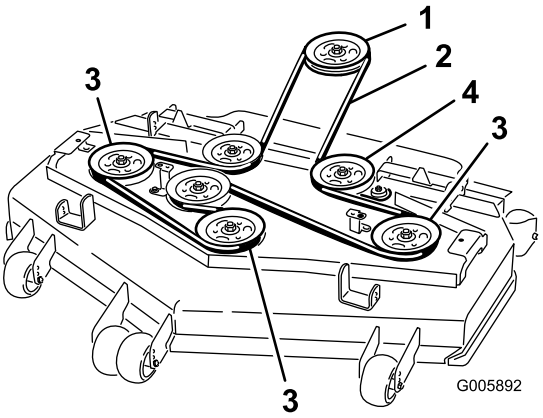

Figura 58
6. Instale la correa nueva alrededor de las poleas (Figura 58).